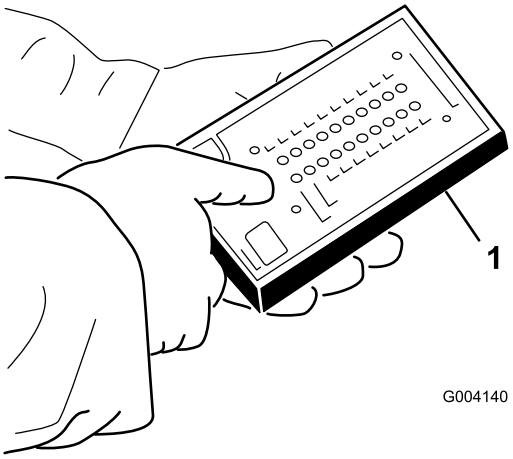

Rysunek 48
5. Podłącz złącze wyświetlacza diagnostyki ACE do złącza wiązki przewodów (Rysunek 48).